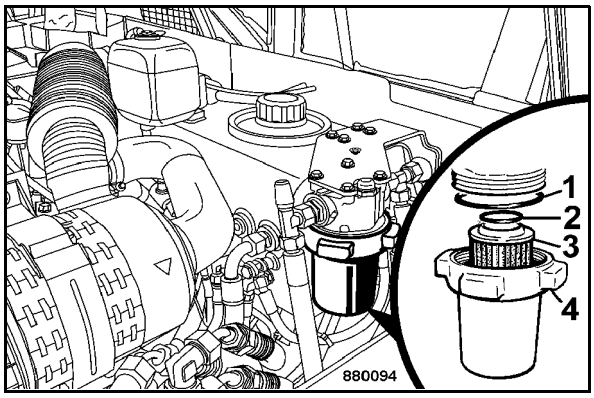

Fig. 171
- Remove filter bowl (4) (Fig. 171) with filter element (3).
- Reassemble the filter bowl with a new filter element and new loop rings (1) and (2).